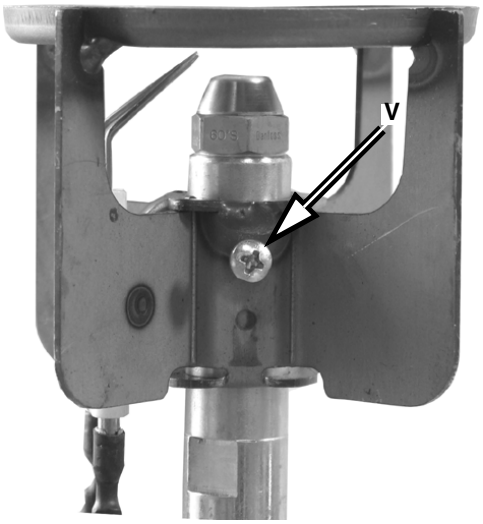
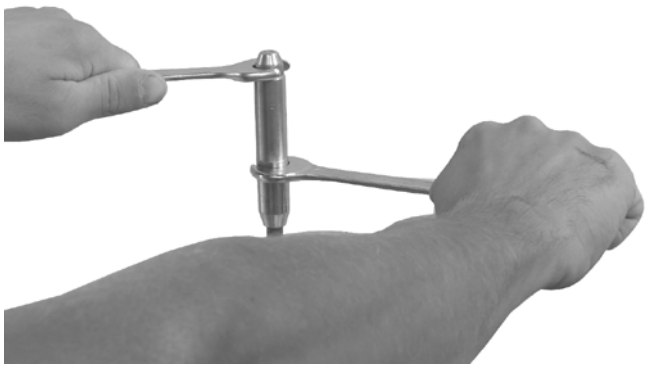

Fig. 49
Fig. 50
- Loose screw V that fasten the combustion head and remove the head from the nozzle holder (Fig. 49 - Fig. 50).